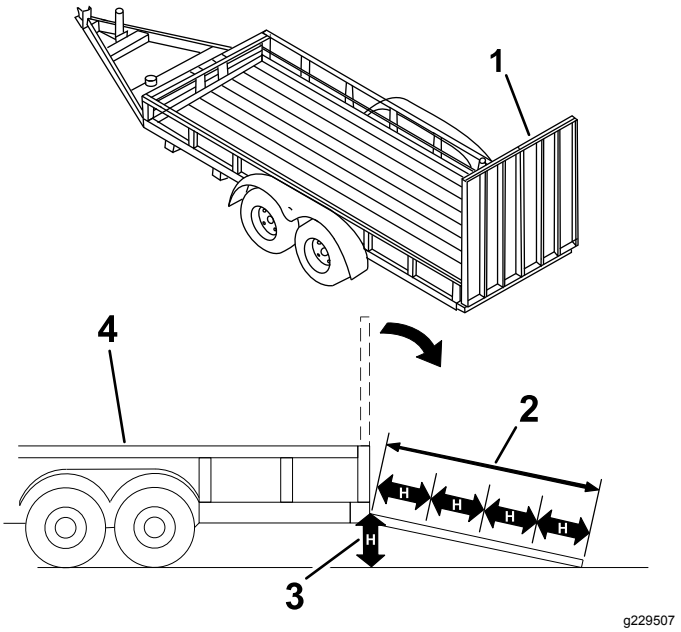

**Figure 19**
**Loading a machine onto a trailer or truck increases the possibility of tip-over and could cause serious injury or death (Figure 19).**